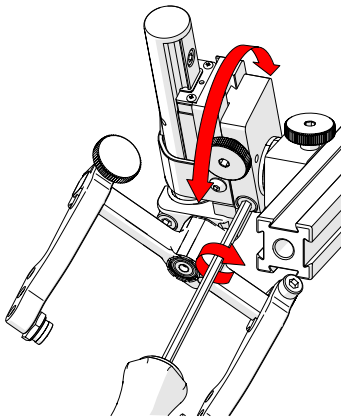

Fig. 128 - Rotate to position
3. Rotate the main body of the probe holder until it is at the desired angle *(Fig. 128)*.
4. Tighten the longitudinal adjustment screw *(Fig. 128)*.